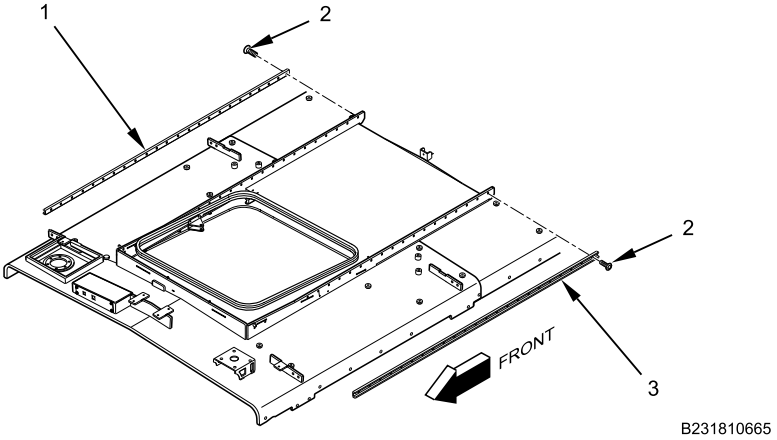

Figure 5. Gunner Hatch Rails.
1. Install gunner hatch rails (Figure 5, Item 1 and 3) with 40 screws (Figure 5, Item 2).